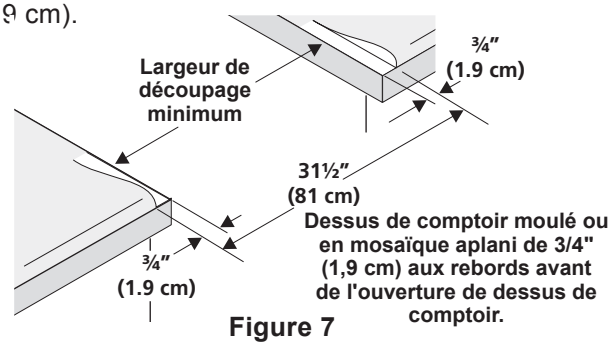

Figure 7
- Les dessus de comptoir au **rebord avant moulé** doivent être aplanis de ¾" (1,9 cm) à chaque coin avant de l'ouverture (Figure 7).
- Il est possible qu'il soit nécessaire d'araser de ¾" (1,9 cm) les dessus de **comptoir en mosaïque** à chaque coin avant et/ou d'aplanir le rebord arrondi (Figure 7).